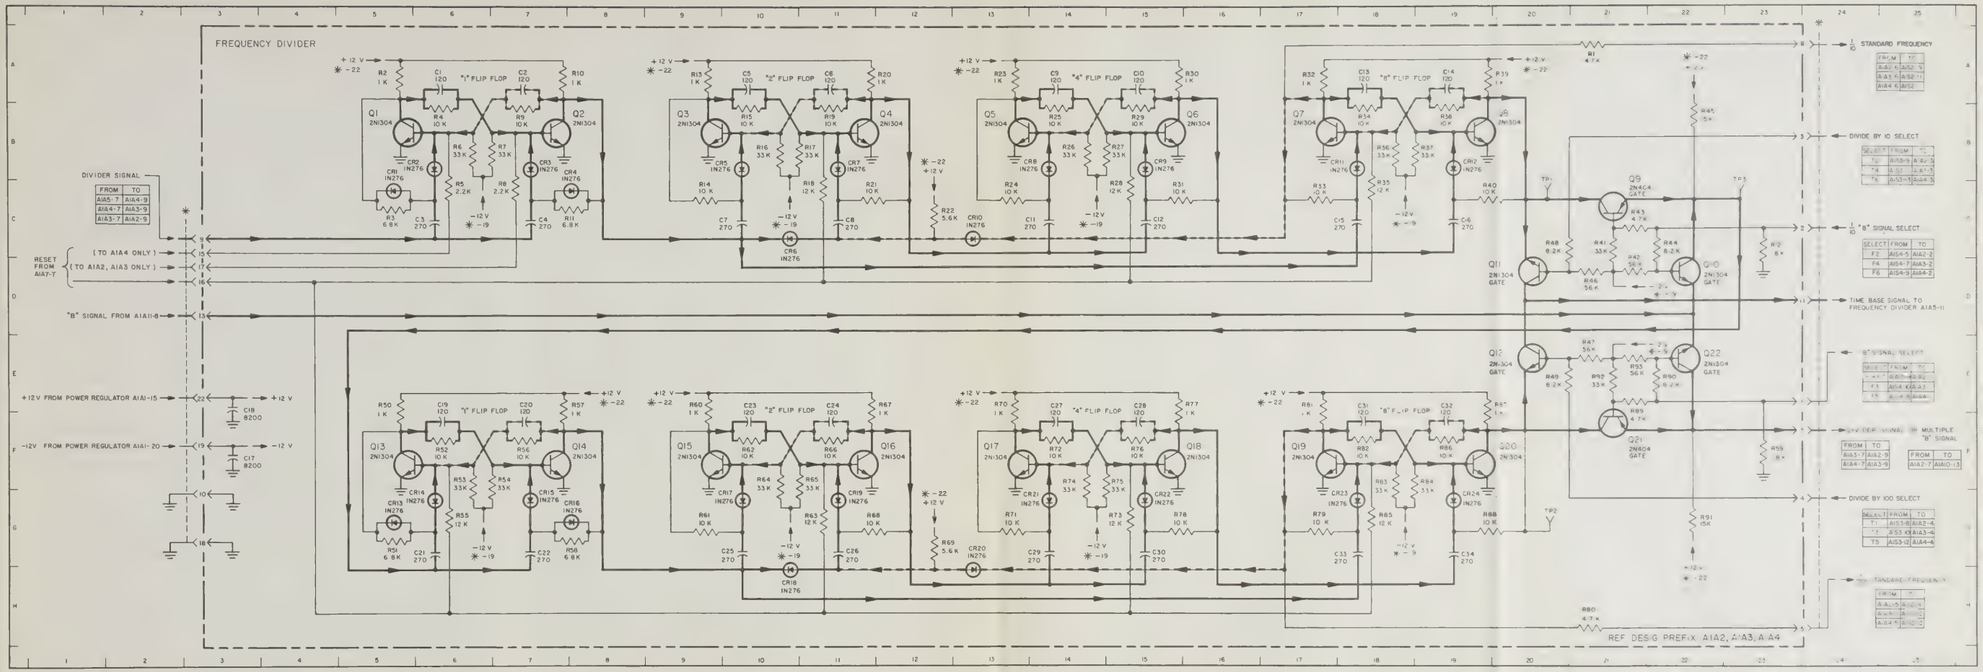

Figure 5-68. Scaler, Frequency Dividers A1A2 through A1A4, Schematic Diagram
7. Assemblies A1A2, A1A3, and A1A4 are identical and are all represented by figure 5-68.